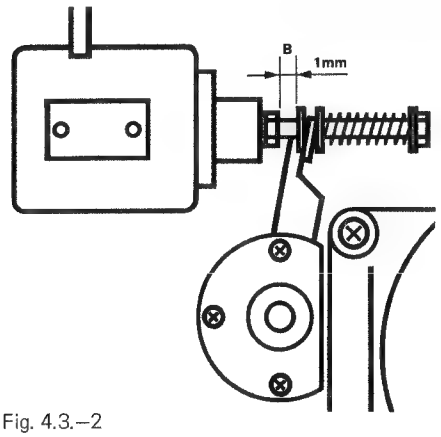

Fig. 4.3.–2
– Attach a nylon thread to the pinch roller shaft and attach a dial gauge to the other end of the thread. Pull dial gauge in the direction A (fig. 4.3.–1) until the pinch roller lifts off the capstan shaft. The dial gauge must read 13 N ± 1 N (1.3 kp ± 0.1 kp) (2 lb 14 oz ± 4 oz approx.).
– Par l'intermédiaire d'un fil de nylon fixé d'une part sur l'axe du galet presseur (éventuellement dévissez le couvercle de l'axe) et d'autre part à un dynamomètre. Tirez le bras dans la direction A (fig. 4.3.–1) jusqu'à ce que le galet presseur décolle de l'axe de cabestan. Le dynamomètre doit alors indiquer 13 N ± 1 N (1,3 kp ± 0,1 kp).
– Andruckkraft kontrollieren und wenn nötig mit Schraube C justieren. (Fig. 4.3.–2).
– Measure pinch roller force and adjust with screw C if necessary. (fig. 4.3.–2)
– Contrôlez la force d'appui et ajustez-la si nécessaire avec la vis C. (fig. 4.3.–2)